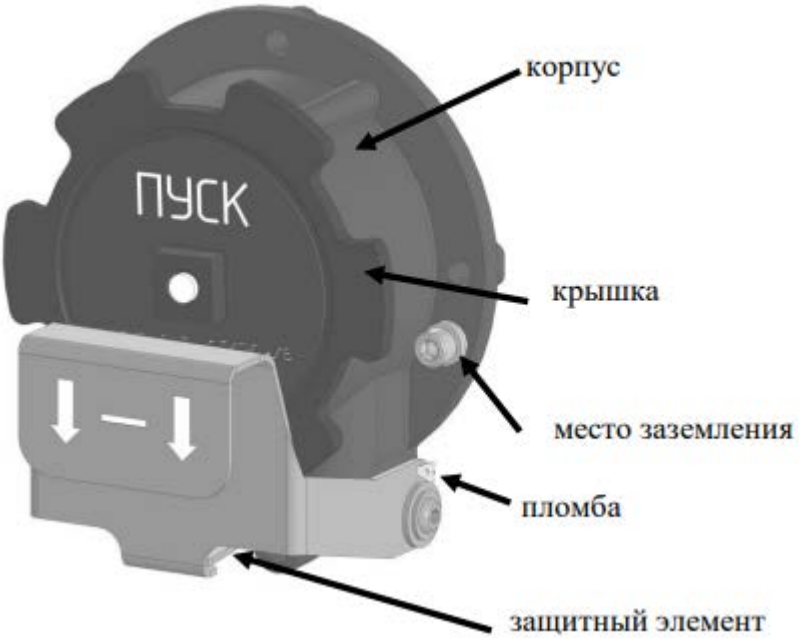

Рисунок 1 – Внешний вид УДП
- сместить вниз защитный элемент (см. рисунок 1);